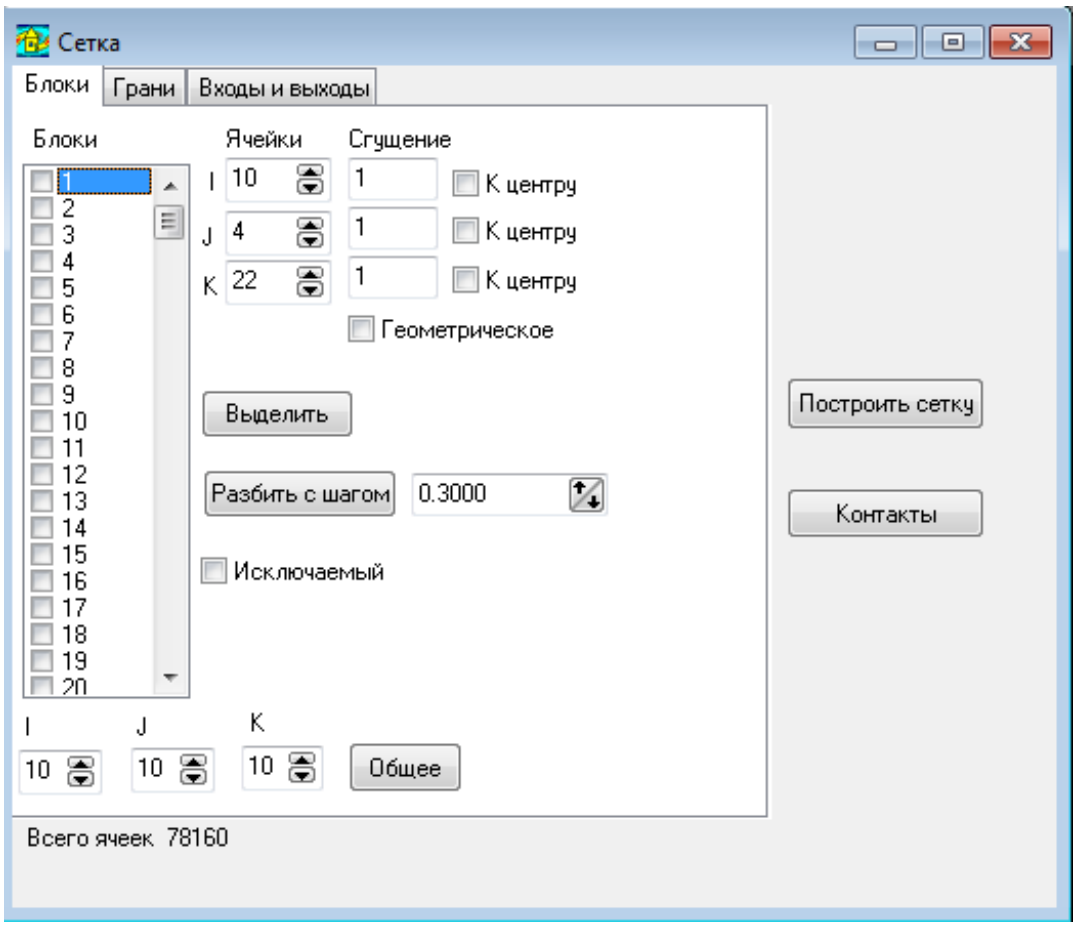

Рисунок 4.59 – Инструмент «Сетка»
Построение сетки для проведения расчетов развития пожара осуществляется через инструмент **«Сетка»** и состоит из трех этапов, которые осуществляются с помощью соответствующих закладок: «Блоки», «Грани» и «Входы и выходы», Рисунок 4.59.
- нажать кнопку «Построить сетку», Рисунок 4.59. В результате будет сгенерирована сетка с заданным разбиением блоков, Рисунок 4.61 а (если сетка не визуализируется, то активировать опцию «Сетка» в пункте меню «Вид» рабочего окна). На Рисунок 4.61 б представлена сетка с активной заливкой, Рисунок 4.4, которая улучшает трехмерное контрастирование изображения;
- после построения сетки **обязательно(!)** осуществить поиск связей между блоками - контактов (патчей), нажать кнопку «Контакты», Рисунок 4.59. В результате появится окно «Общие грани» (Рисунок 4.64). Для визуализации связей между блоками нажать кнопку «Включить все» - внутренние (проницаемые) грани и проемы (если они были уже добавлены в список «Входы и выходы»), вошедшие в расчетную область, будут окрашены.
Блоки, исключенные из расчетной области для моделирования пожара (у них активно свойство «Исключаемый», Рисунок 4.59) при повторном нажатии кнопки «Поиск блоков» или повторном открытии проекта, выделяются красным.